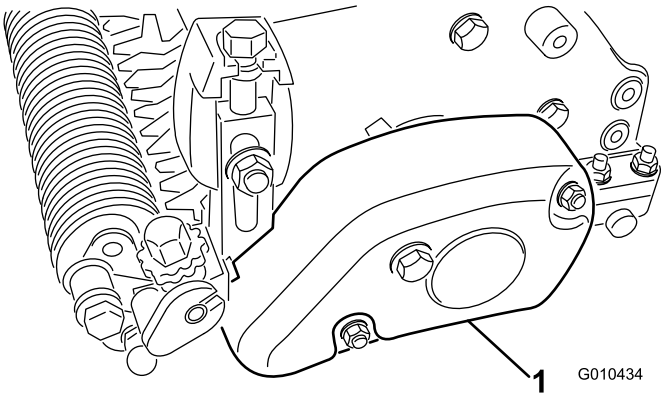

Bild 20
3. Befestigen Sie die Riemenabdeckung mit zwei Sicherungsmuttern (M8) am Groomergehäuse Bild 20.